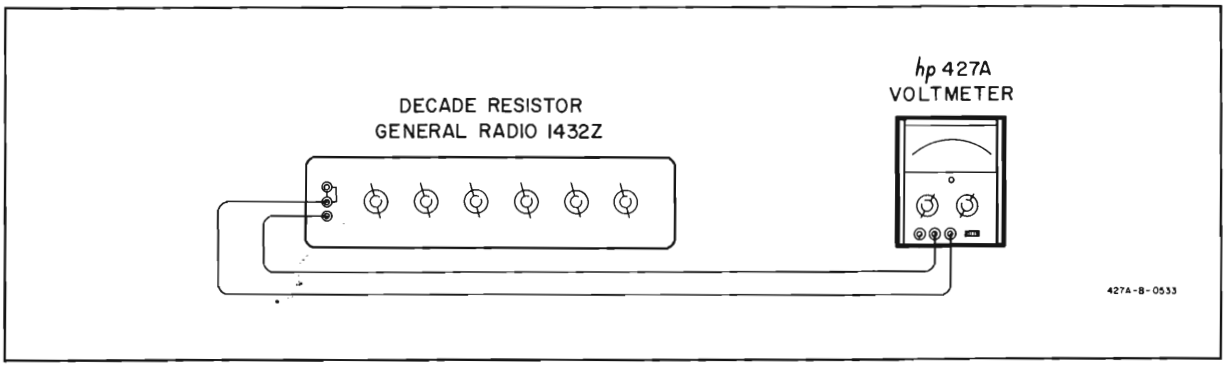

Figure 5-2. Resistance Accuracy Check
5-15. To check the resistance accuracy, precision resistances are needed. Figure 5-2 shows the resistance accuracy check using a General Radio Model 1432Z Decade Resistor. The resistance used should be accurate to within ±0.5% and should have a range of 10 ohms to 10 M ohms.
b. Connect the decade resistor and the Model 427A as shown in Figure 5-2, and set the decade for 10 Ω.